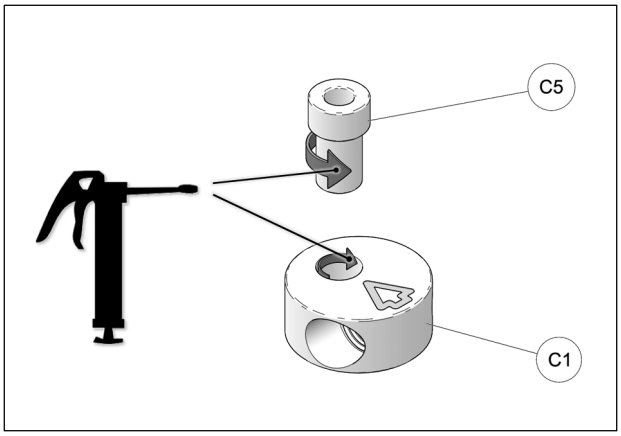

Fig. 20
11. À l'assemblage, les bagues espaceurs **(C5)** doivent être graissées. Appliquer une couche de graisse uniforme sur toute la circonférence de la bague espaceur et dans le logement du disque en aluminium **(C1)**. Voir la Fig. 20